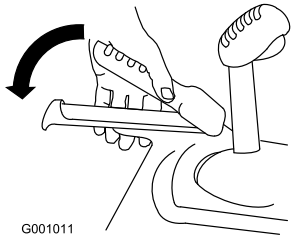

Figur 27
1. For at indkoble traktionsdrevet skal du klemme traktionsgrebet til venstre for håndtaget (Figur 27).